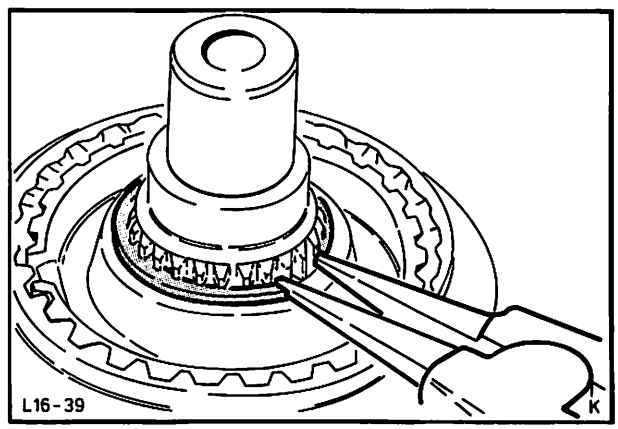

Abb. 62 Sicherungsring – Synchronkupplungsnabe 3./4. Gang montieren
34. Synchronkupplungsnabe 3./4. Gang, mit der langen Nabenseite nach vorne zeigend, auf die Hauptwelle schieben, Sicherungsring montieren, Abb. 62.